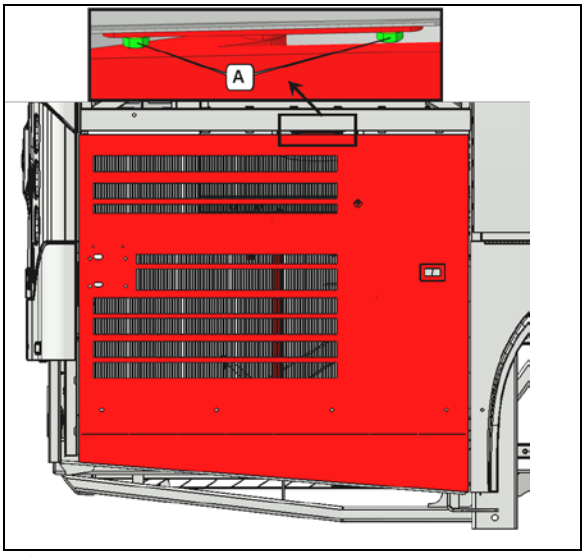

**FIGURE 45**
2. Make sure bolts A are tight (**FIGURE 45**).